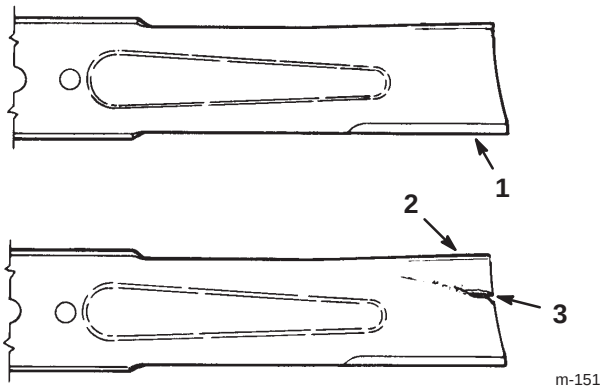

Bild 28
1. Untersuchen Sie die Schneidkanten (Bild 28). Bauen Sie, wenn die Kanten nicht scharf sind oder Kerben aufweisen, das Schnittmesser aus und schärfen Sie es. Siehe „Schärfen des Messers“ auf Seite 29.
2. Untersuchen Sie das Schnittmesser, insbesondere den gebogenen Bereich (Bild 28). Montieren Sie, wenn Sie Schäden, Verschleiß oder Rillenbildung in diesem Bereich feststellen (Bild 28), sofort ein neues Schnittmesser.